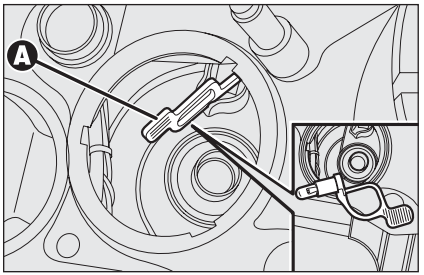

fig. 27 A0E0193m
- ❒ tire de la lengüeta **A-fig. 27**, saque la lámpara y sustitúyala;